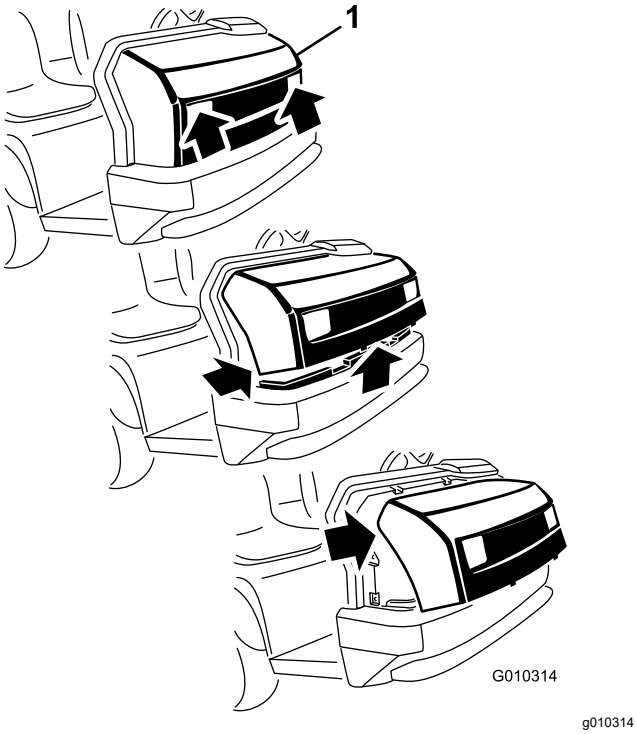

Figur 38
1. Hold i panseret i frontlysåpningene mens du løfter opp panseret for å frigjøre nedre monteringstapper fra sporene på rammen (Figur 38).
2. Sving bunnen av panseret oppover til de øvre monteringstappene kan trekkes ut av rammeåpningene (Figur 38).
3. Sving toppen av panseret fremover og koble fra ledningskontaktene fra frontlysene (Figur 38).